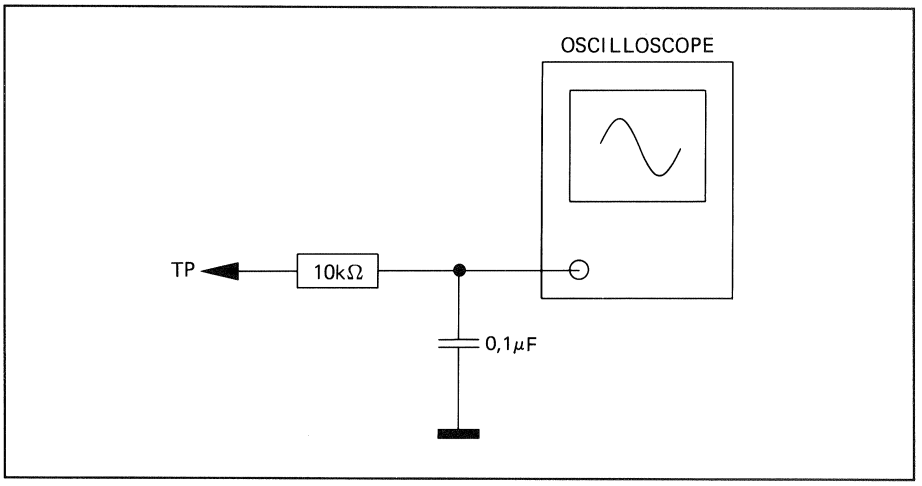

Fig. 7.3
- Connect the oscilloscope to the test point TP via an RC element as illustrated in Fig. 7.3.